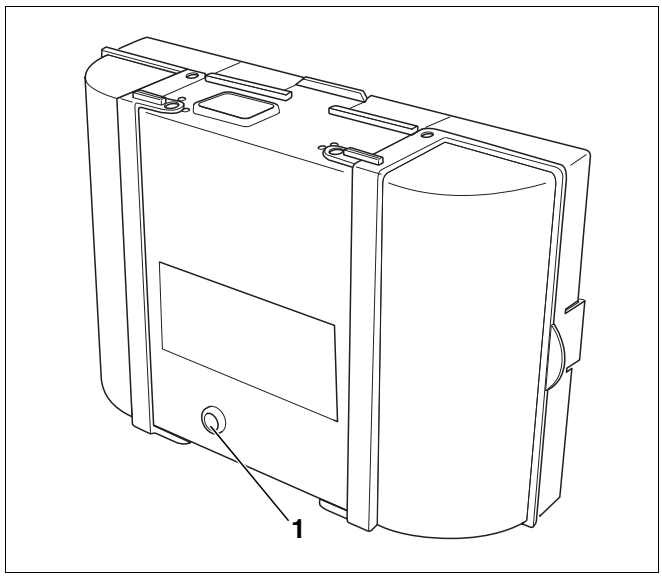

Afb. 19 SAFe 10 resettoets met LED
- Druk de resettoets (afb. 19, **pos. 1**) langer dan een seconde in (ontgrendelen). Na ca. vijf seconden gaat de brander naar de start- of werkingsmodus.